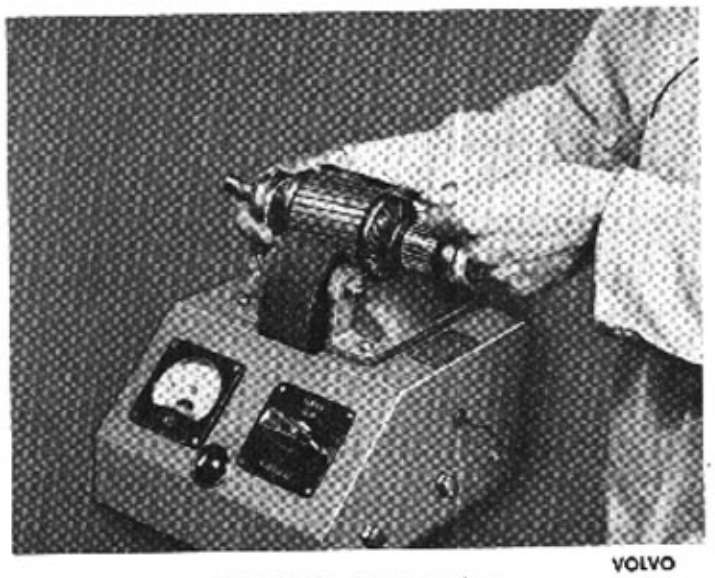

Bild 32-10. Rotorprovning VOLVO 24852
1. Placera rotorn i en provapparat (growler). Slå till strömställaren och håll ett bladstål mot rotorn, se bild 32-10.